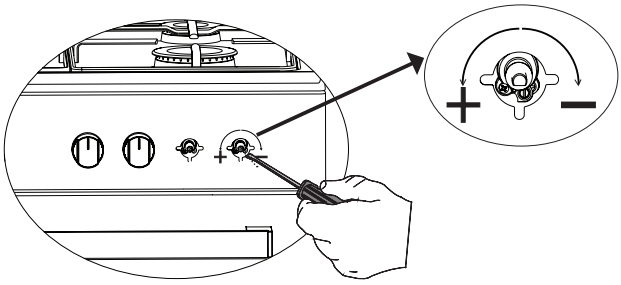

Figure 5
2. With the help of a proper size screwdriver, tighten/loosen the gas setting screw (See figure 5). This enables the flame in the low position to increase or decrease. Adjust the proper gas setting so that the flame length is at least 4 mm.